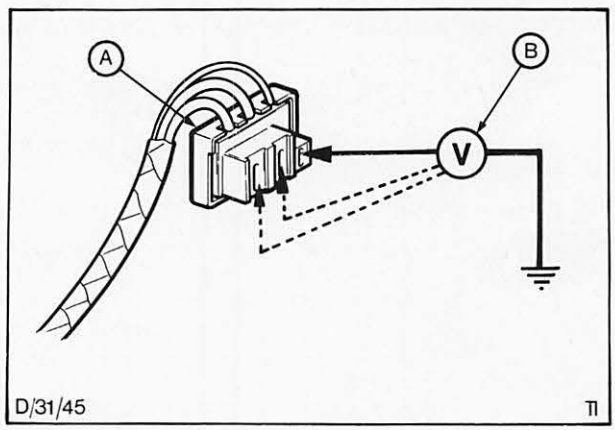

Abb. 35 Kabel – Ladestromkreis auf Durchgang prüfen
4. Ladestromkreis – Kabel auf Durchgang prüfen. Abb. 35.